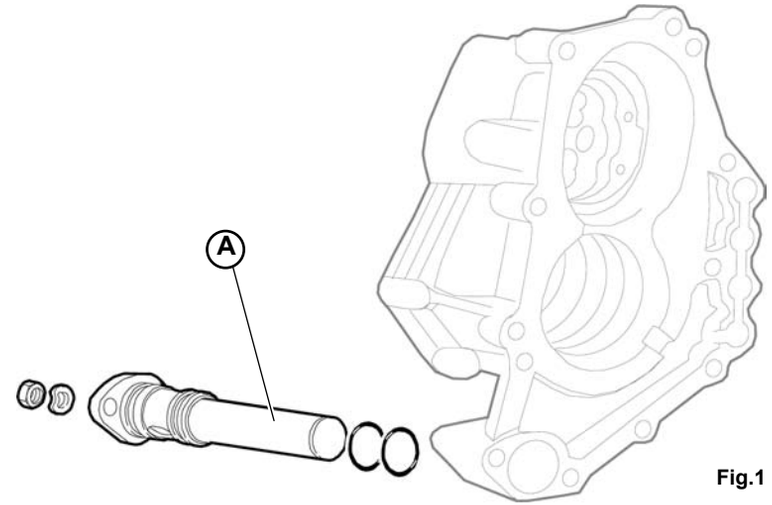

Fig.1
Clean using compressed air and a dry cloth. If the wire mesh is broken (**A-Fig.1**), replace.
- Once the oil filter has been repositioned in its housing, tighten the screws (**A-Fig. 1**).